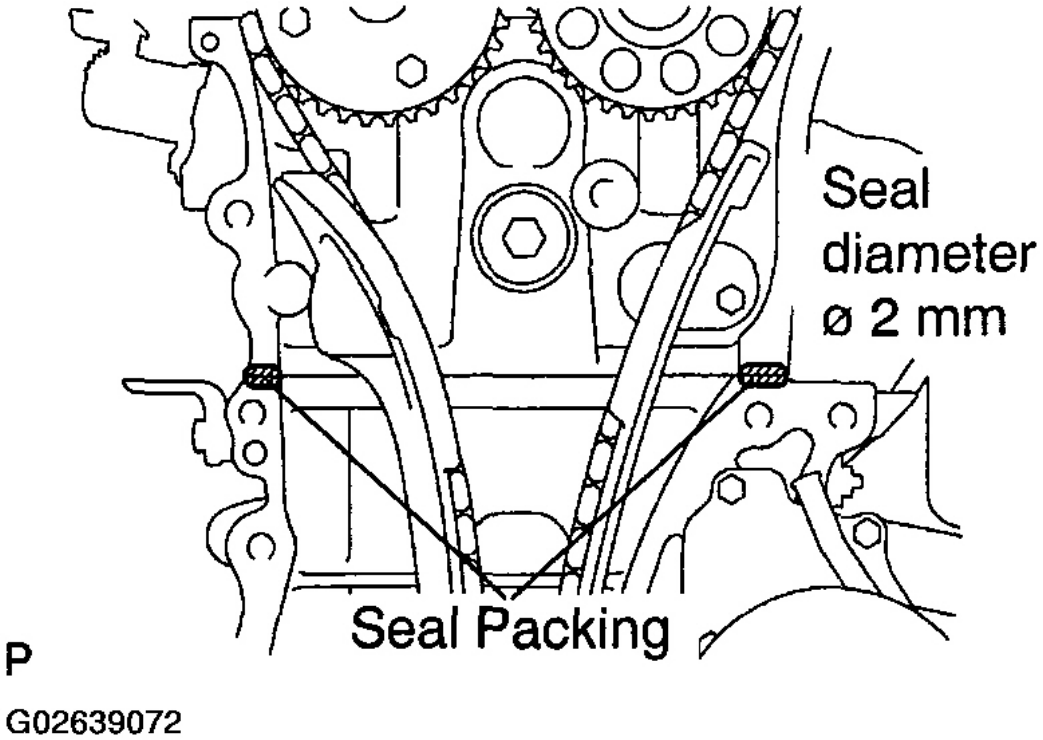

Fig. 62: Applying Seal Packing
c. Apply seal packing to 2 locations as shown, see **Fig. 62**.